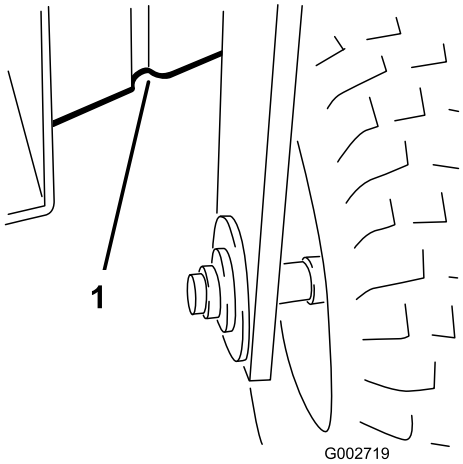

Figuur 20
- Voor-onder het frame achter het voorwiel (Figuur 20).